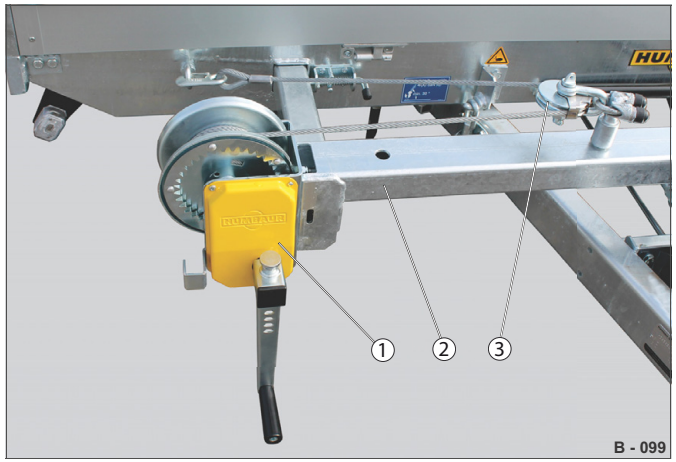

Abb. 40 Varianta 3: Lanový naviják se směrovacím prvkem
▶ Umístěte vodicí váleček (Abb. 40/3).